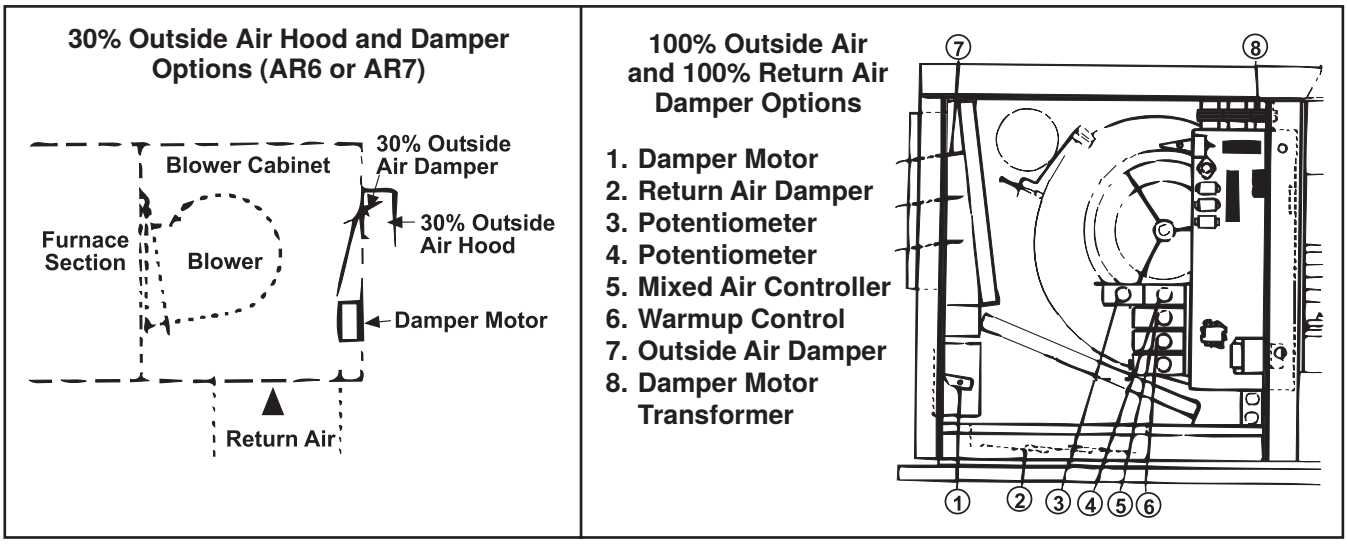

Figure 19. Damper Controls
- For specific damper control options (see **Figure 19**), refer to the wiring diagram provided with the unit. To adjust dampers, refer to the **Damper Linkage Adjustment** section.